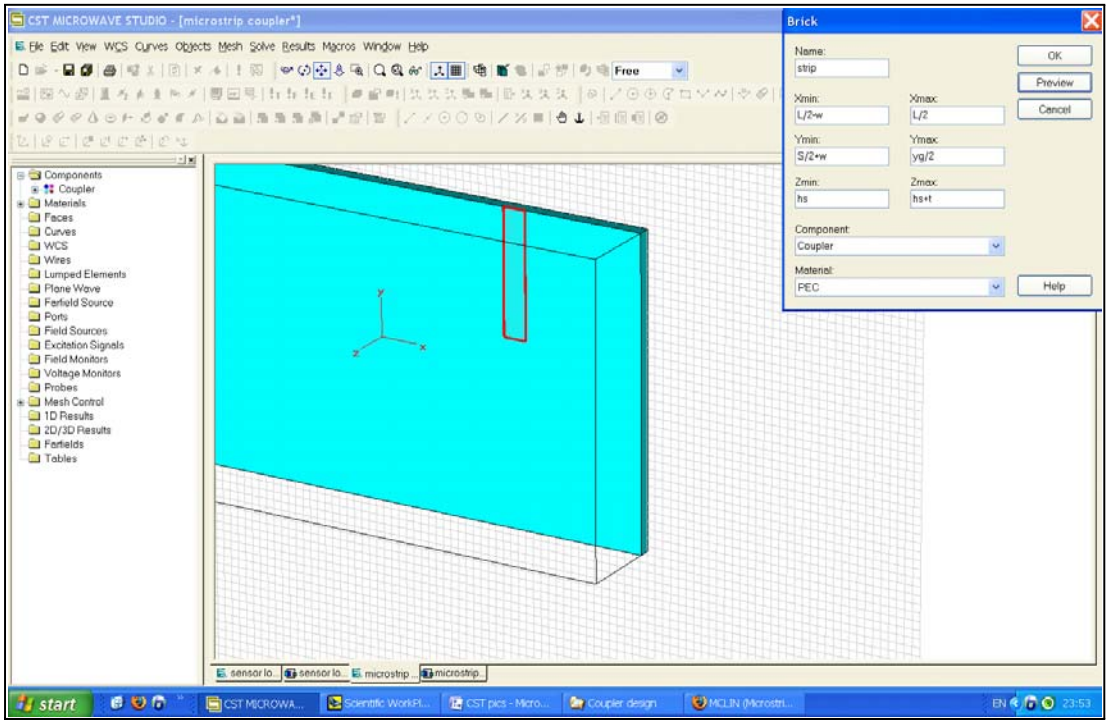

Figure 3 - Defining the first strip.
4. Define the first strip, as shown in Figure 3.